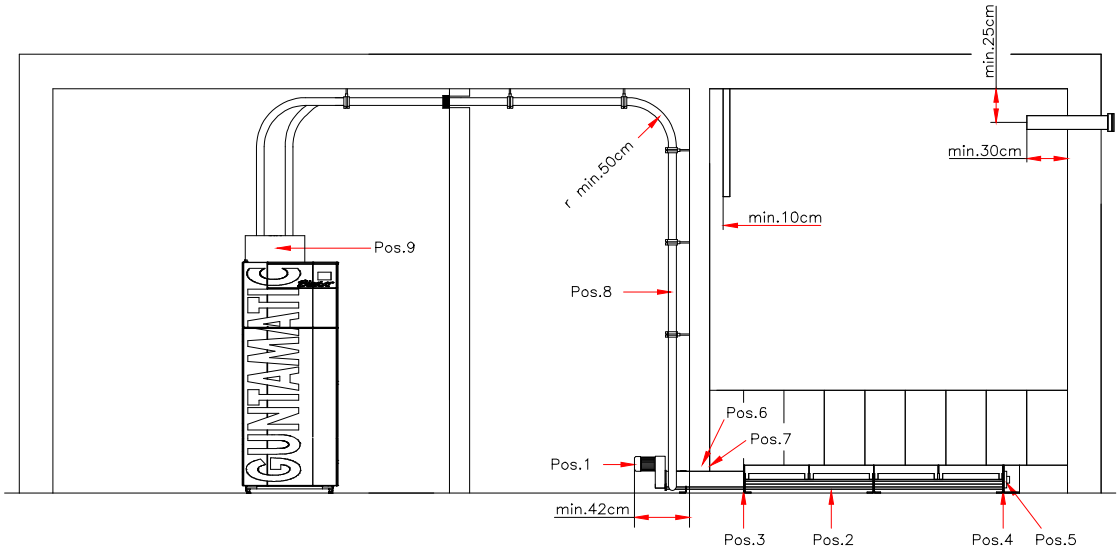

Fig: 2 BI-02
1. Introduisez l'unité d'entraînement (1) fig. 2 de la vis d'extraction par l'ouverture du mur du local de stockage.
2. En fonction de la longueur de vis, assemblez les rallonges de vis sans fin y compris les auges (2) Fig. 2 depuis le fond du local de stockage vers l'unité d'entraînement (1) Fig. 2. Assemblez les rallonges de vis de manière à ce que les hélices soient contiguës. Ensuite, vissez fermement ensemble les auges par les brides à l'aide des vis M 8 x 30 (3) Fig. 2 et des rondelles frein. Veillez à ce que les auges soient vissées ensemble sans ressauts intérieurs. Visser le couvercle de fond avec palier d'entraînement (4) Fig. 2 sur la bride à l'extrémité de la vis d'extraction.
5. Disposez la vis sans fin de manière à ce qu'au moins 42 cm de l'unité d'entraînement (voir Fig. 2) dépassent du mur du local de stockage.
7. Remplissez l'ouverture du mur (6) Fig. 2 avec de la laine de roche. Fermez l'ouverture avec les tôles de recouvrement (7) Fig. 2 à l'intérieur et à l'extérieur.
1. Raccordez les tuyaux d‘aspiration (8) Fig. 2 de l’extracteur du réservoir tampon (9) vers un des manchons de la vis d‘extraction. Posez le tuyau d’aspiration du réservoir à la vis avec des rayons de courbure aussi grand que possible.